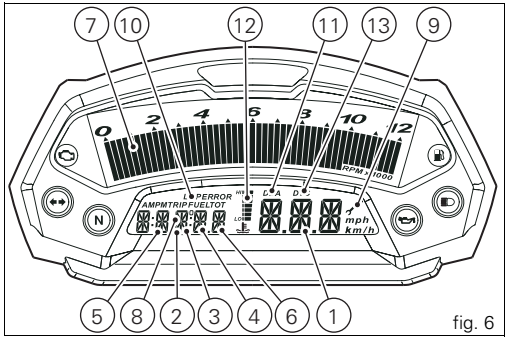

fig. 6
9) SERVICE INDICATOR (fig. 6).
10) LAP FUNCTION (fig. 6).
11) DDA FUNCTION (fig. 6).
12) OIL TEMPERATURE INDICATOR (fig. 6).
13) DUCATI TRACTION CONTROL (DTC) (fig. 6).